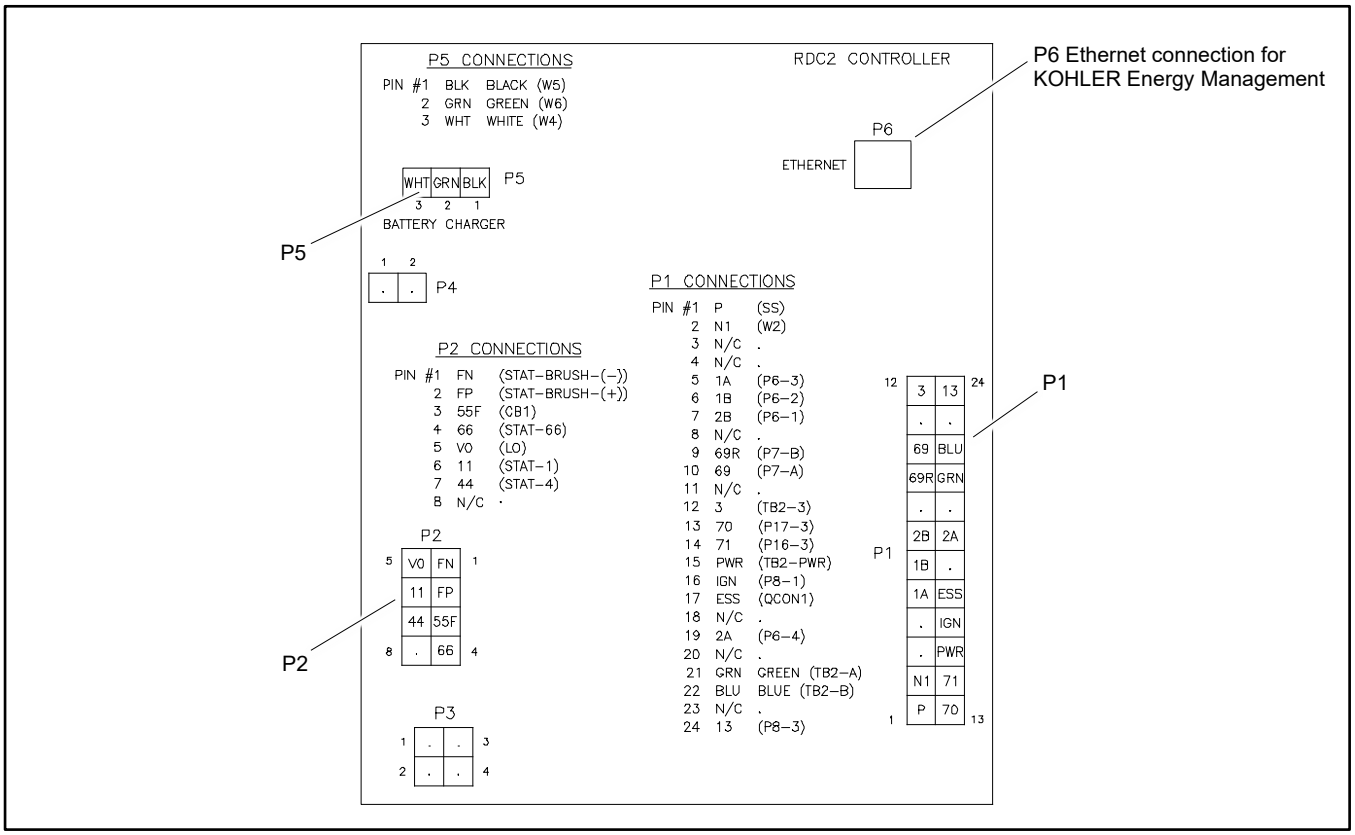

Figure 35 Controller Connections
6. Note the connections on the back of the controller, and then disconnect all harnesses and leads from the controller. See Figure 35 or the wiring diagram.